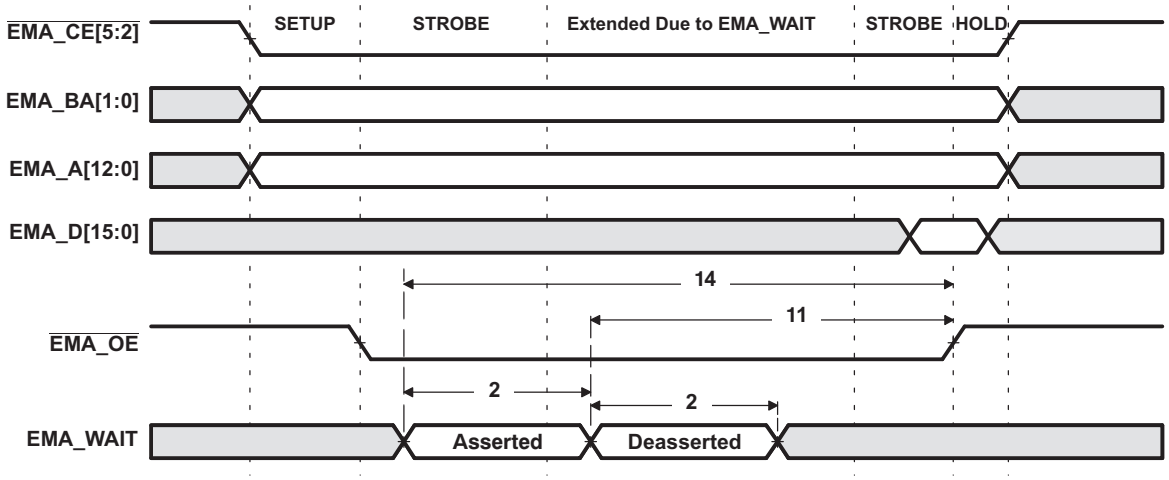
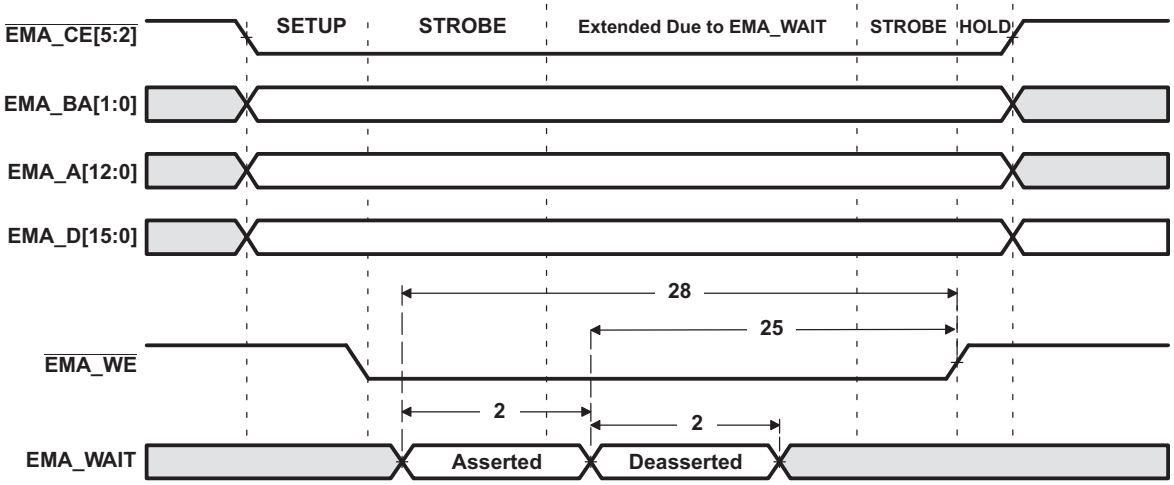

Figure 6-16. EMA_WAIT Read Timing Requirements
Figure 6-17. EMA_WAIT Write Timing Requirements
(1) E = EMA_CLK period or in ns. EMA_CLK is selected either as SYSCLK3 or the PLL output clock divided by 4.5. As an example, when SYSCLK3 is selected and set to 100MHz, E=10ns.
(2) Setup before end of STROBE phase (if no extended wait states are inserted) by which EM_WAIT must be asserted to add extended wait states. Figure 6-16 and Figure 6-17 describe EMIF transactions that include extended wait states inserted during the STROBE phase. However, cycles inserted as part of this extended wait period should not be counted; the 4E requirement is to the start of where the HOLD phase would begin if there were no extended wait cycles.